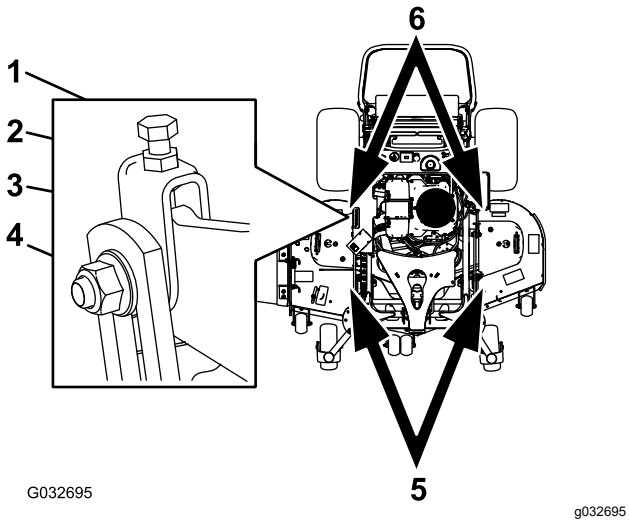

Figura 94
1. Afloje la contratuerca y el perno lateral de las horquillas que desea ajustar (Figura 94).
2. Gire el perno superior de las horquillas para ajustar la altura de la carcasa de corte (Figura 94).
5. Si la medida no es correcta, localice las dos horquillas en la máquina (Figura 94).